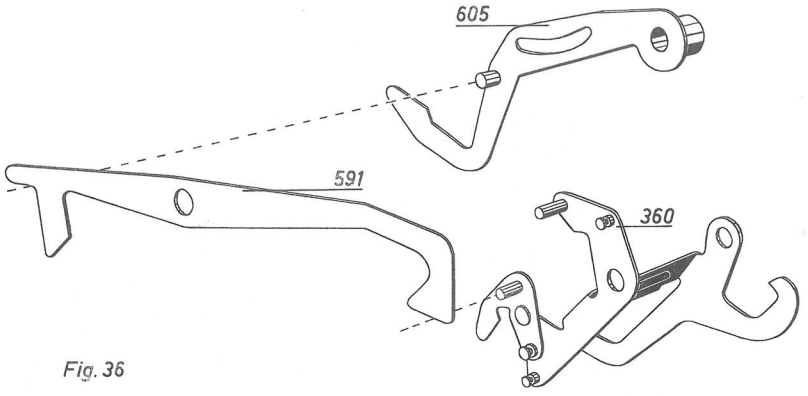

Fig. 36
Bei Betätigung der M-Taste 0 oder 9 ohne Extraumdrehung übernimmt der NA-Einsteller (605,Fig.36) ausserdem die Abschaltung der Maschine, indem er mit seinem Zapfen über den Startauskuppler (591) die Klinke des Starthalters (360) auskuppelt. (Normalerweise wird die Abschaltung von dem Sperrhebel (582) ausgelöst. Siehe Seite 40.)